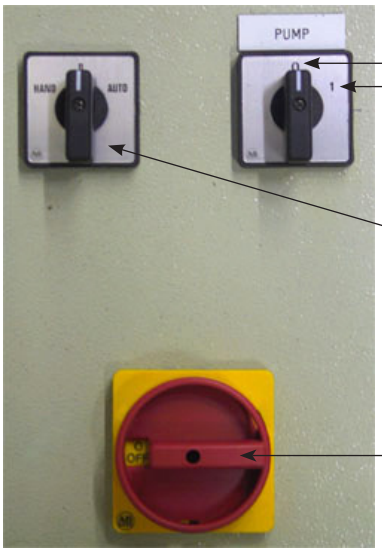

Abbildung 1.7 Schalter im Schaltschrank (optional)
- Vor Wartungsarbeiten müssen Sie den Sicherheitsschalter (siehe Abbildung 1.7) in die Stellung OFF (AUS) bringen und mittels Vorhängeschloss in der Stellung OFF verriegeln.
Der Filter ist mit einem Sicherheitsschalter ausgestattet (siehe *Abbildung 1.7*). Stellen Sie in einer Notfallsituation den Sicherheitsschalter auf OFF (0).